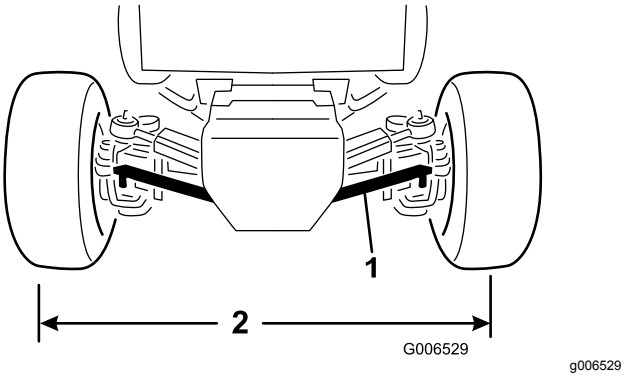

Figur 63
1. Fjern splitten og kronemøtrikken, der fastgør en af forbindelsesstangens kugleled til monteringsbeslaget på akslen, og skil kugleleddet fra akslen (Figur 63).
3. Drej forbindelsesstangens kugleled indad eller udad, indtil afstanden fra midten til midten foran og bag på baghjulene er den samme (Figur 63).